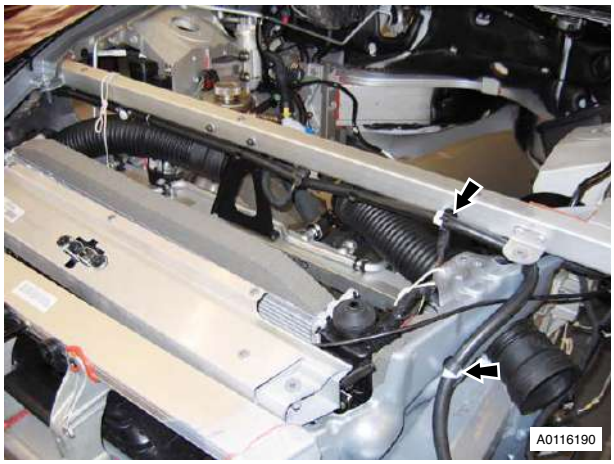

Figure 3
9. Remove tube from clips (x9) and remove tube from vehicle (see Figure 3).